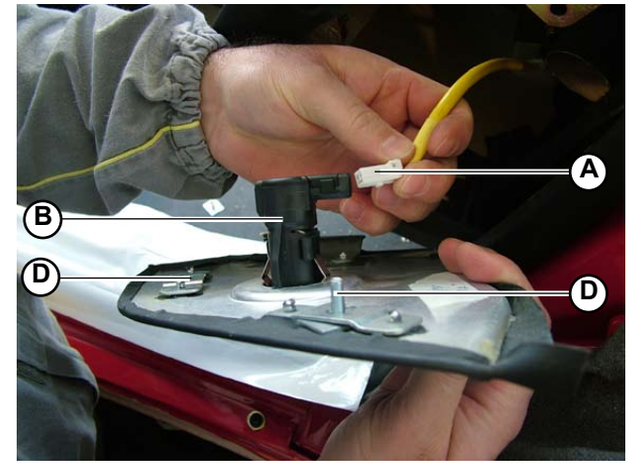
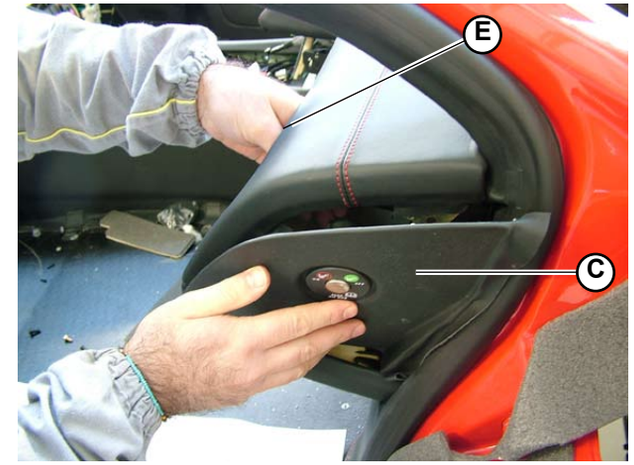

Fig.1
Fig.2
1. Connect the airbag connector (**A-Fig.1**) to the airbag key selector (**B-Fig.1**) on the cover.
2. Secure the right side cover (**C-Fig.2**) by tightening the 2 stud bolts (**D-Fig.1**) using the free space left by the right air vent (**E-Fig.2**).